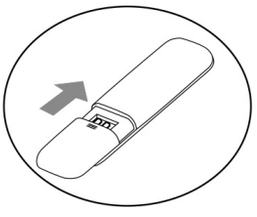

Fig.3
- Vuelva a insertar la tapa en el compartimento de las pilas (observe la dirección de la flecha en la fig.3).